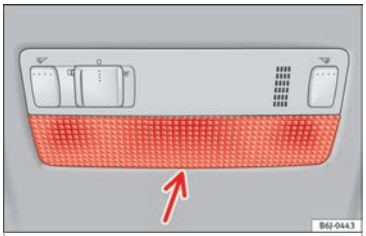

Rys. 121 Światło do czytania z przodu.
– Wsunąć płaski wkrętak pomiędzy obudowę a szybkę osłaniającą lampkę ››› **rys. 121**.